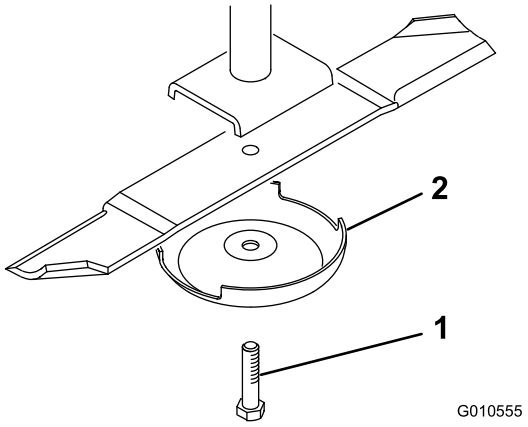

Figur 6
1. Ta tak i enden av kniven med en godt polstret hanske. Fjern knivbolten, antiskalperingsvernet og kniven fra spindelakselen (Figur 6).